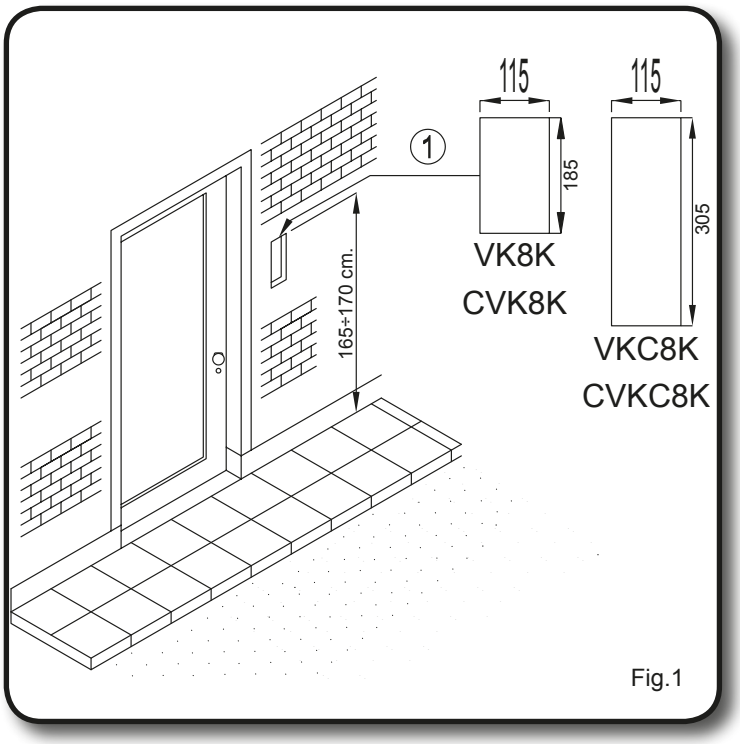

Fig.1
- Installare a filo muro, alle quote mostrate in (Fig.1 di Pagina 4), la scatola di protezione (1) utilizzando le quattro viti ad espansione (3).
- Fissare la cerniera (4) del gruppo "supporto-unità di ripresa" (8), utilizzando le viti (5).
- Ruotare il supporto (8) verso l'alto e fissarlo alla scatola, utilizzando la vite (9), l'anello distanziale (10) e la chiave a brucola (11). Ricoprire la sede della vite con il coperchio in plastica (12) in dotazione.
Door Station location (Fig.1)
Choose the location for fixing the outdoor station ensuring that no sunlight or other bright light is allowed to shine directly into the camera lens. Make all connections following provided diagrams; prepare ducts separate from other electrical lines. For flush mounting, set the back box (1) at 165-170 cm from ground level as shown in Fig.1.
- *Flush the back box (1) into the wall at 165-170 cm from ground level (Fig.1).*
- *Fix the rainshield (2) by using the four screws provided (3).*
- *Insert the hinge (4) of the front support (8) into the back box and fix it by using the two screws provided (5).*
- *Rotate the support (8) and fix it to the back box with the screw (9), the plastic spacer (10) and the alan key provided (11). Mask the screw by using the plastic cover (12) provided.*
- *Fix surface box (1) to the wall at 165-170 cm from ground level (Fig.1 on Page 4) by using the four expansion type screws (3) provided.*
- *Fix hinge (4) of the front support (8) using the two screws provided (5).*